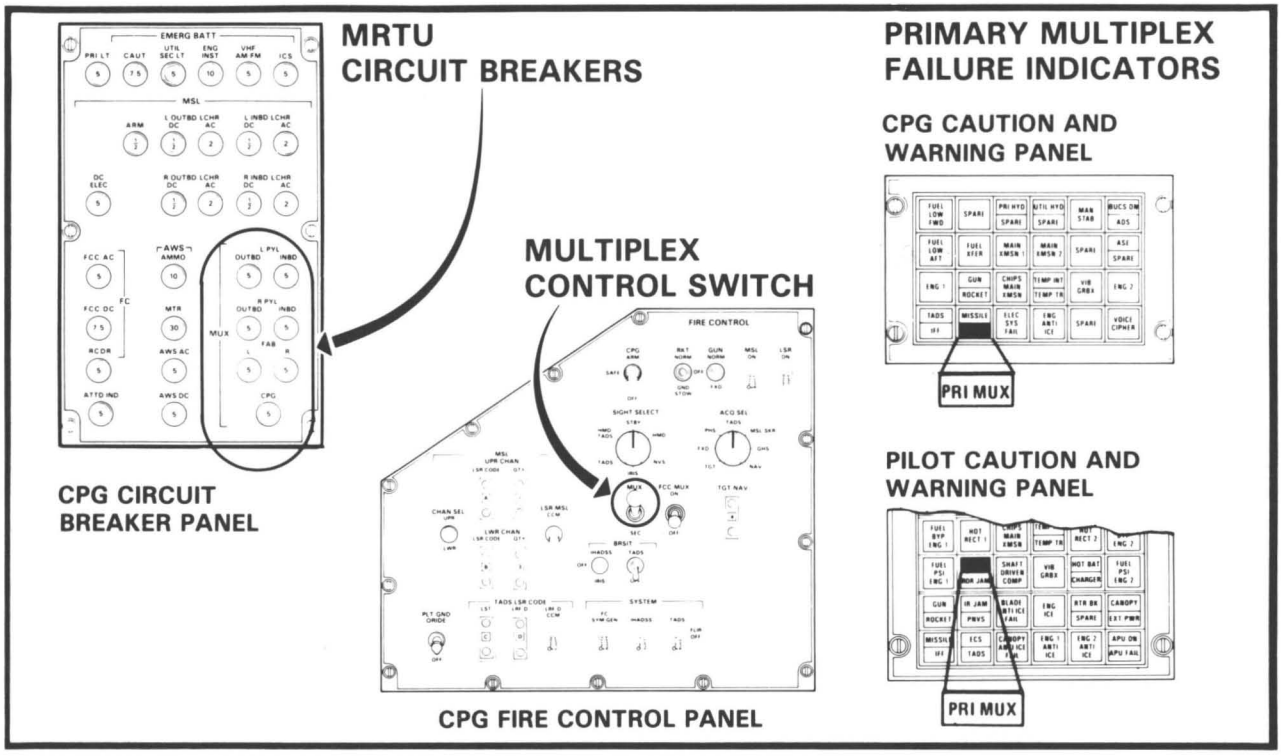

FIGURE 10: Multiplex system controls and indicators.
• Multiplex data bus, figure 10, consists of a low-loss, twisted, shielded pair of wires terminated at each end for impedance matching. Data transfer can be in either direction on the data bus, but in only one direction at a time (half duplex). Time division multiplexing allows transmission of signals to more than one unit over one data bus line by staggering the time sequence of the signals.